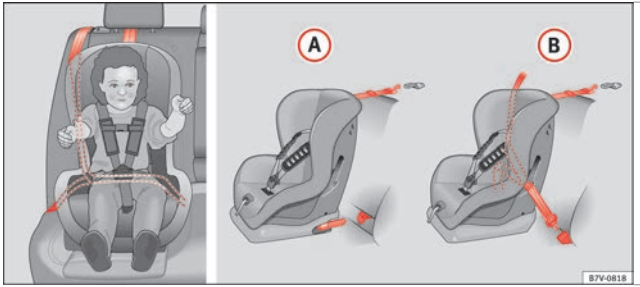

Fig. 65 On the rear seats: Possible installations for the child seat.
Figure ››› **Fig. 65** (A) shows the basic child restraint system mounting using lower retaining rings and the upper retaining strap. Figure ››› **Fig. 65** (B) shows the child restraint system mounting using the vehicle seat belt.